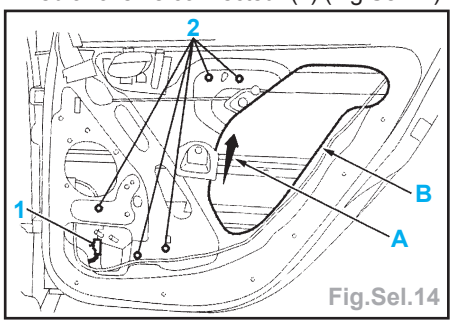

Fig.Sel.14
- Débrancher le connecteur (1) (Fig.Sel.14).
- A l'aide d'une perceuse équipée d'un forêt Ø 10 mm, faire sauter les rivets (2) afin de libérer le mécanisme (2) (Fig.Sel.14).